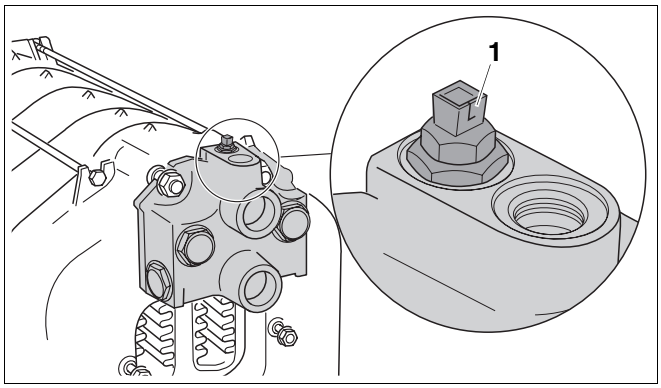

Fig. 47 Visser la sonde chaudière
- Visser le réducteur avec la sonde chaudière (➔ fig. 47).